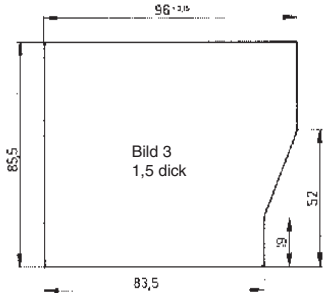

Bild 3
③ Leiterplattengröße siehe Bild 3